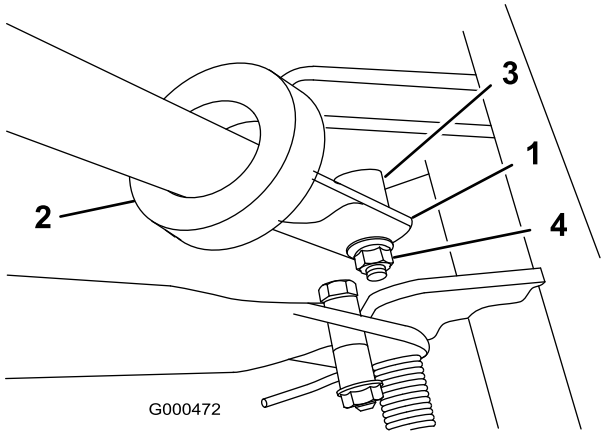

Figure 8
2. Introduisez les extrémité du guidon dans les fentes des bras de support (Figure 8).
3. Poussez les extrémités du guidon vers l'intérieur et engagez-les sur l'épaulement de l'axe de pivot (Figure 8).
4. Fixez le guidon à la vis et à l'axe de pivot avec le contre-écrou à embase (Figure 8).